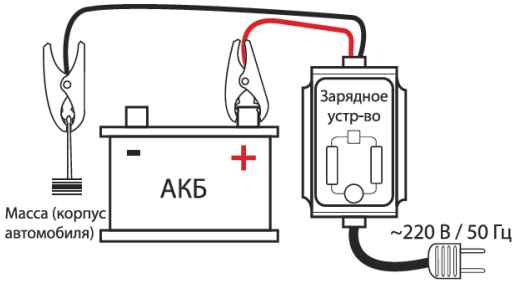

Рис. 1. Схема подключения зарядного устройства к батареи, не снимая АКБ с транспортного средства
2. Соблюдая полярность, подключите клеммы зарядного устройства к АКБ, затем подключите устройство к сети 220В (рис. 1), после этого должен загореться ЖК-дисплей устройства.